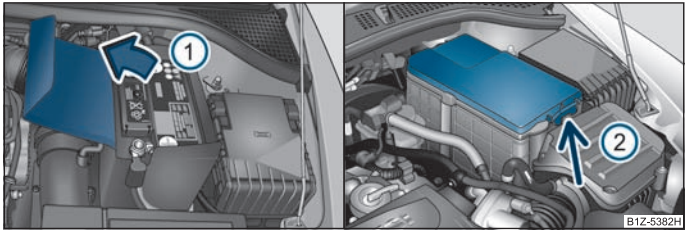

Fig. 126 Compartiment moteur: Cache en polyester de la batterie du véhicule/Cache en plastique de la batterie du véhicule
La batterie se trouve dans le compartiment moteur sous un cache en polyester ⇒ fig. 126, à gauche, ou sous un cache en plastique* ⇒ fig. 126, à droite.
– Ouvrir le cache de la batterie dans le sens de la flèche (1) ⇒ fig. 126 ou repousser le verrouillage à ressort (2) sur le côté du couvercle de la batterie, relever le cache et le retirer.
En cas de travaux sur la batterie, le bord du couvercle de la batterie ⇒ page 148, fig. 126, à gauche, est inséré entre la batterie et la paroi latérale du cache de la batterie.